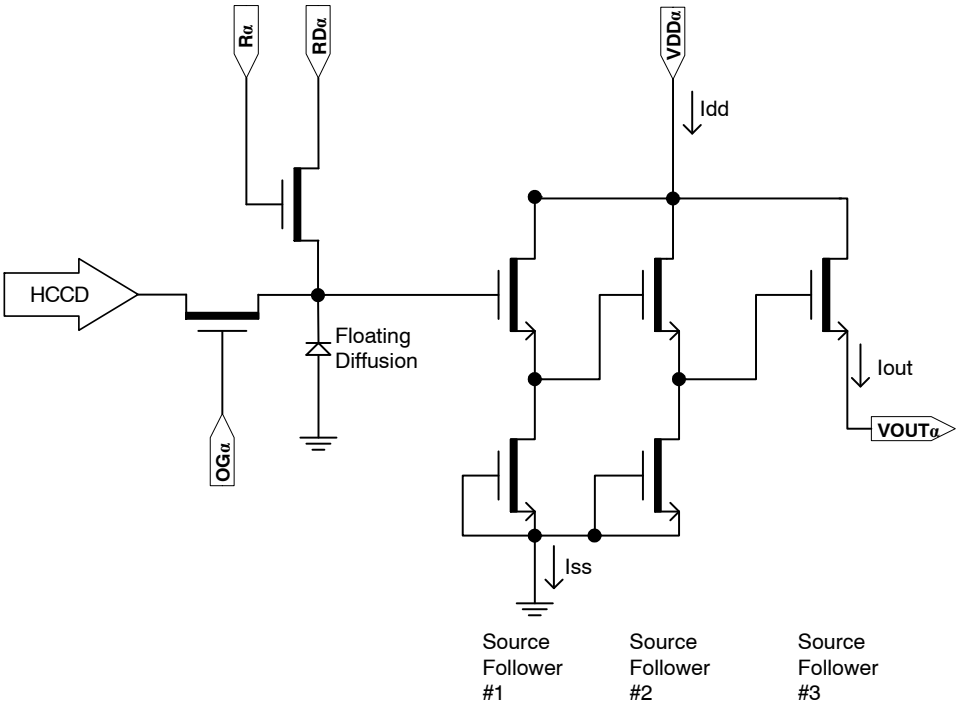

Figure 20. Output Amplifier
2. The maximum DC current is for one output. Idd = Iout + Iss. See Figure 20.